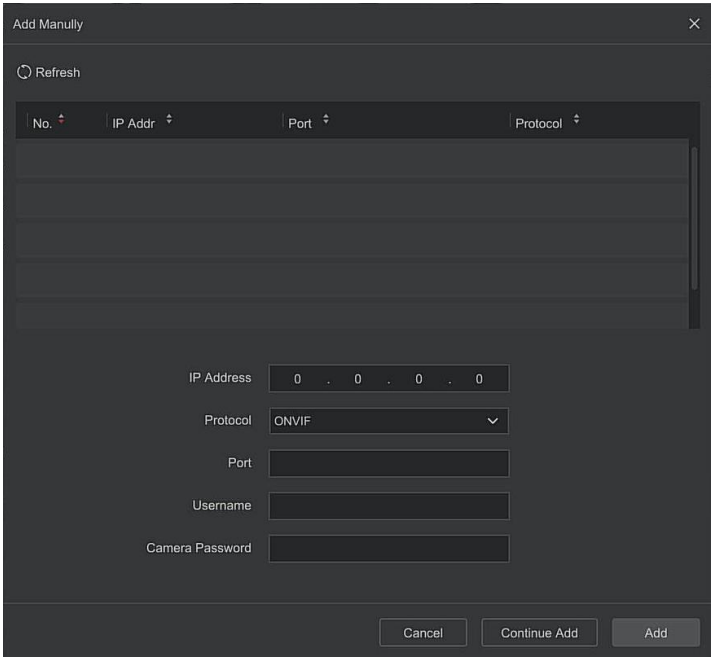

Figure 5-79
- **Manual Add:** Click to enter the "Channel Setup" interface. You can close the channel, switch, modify the protocol, switch the preview code stream or manually enter the device related information to add the device, as shown in Figure 5-79 .here are two methods of manually adding IP and domain name addition. When adding IPC through a domain name, only Private and ONVIF protocols are supported.